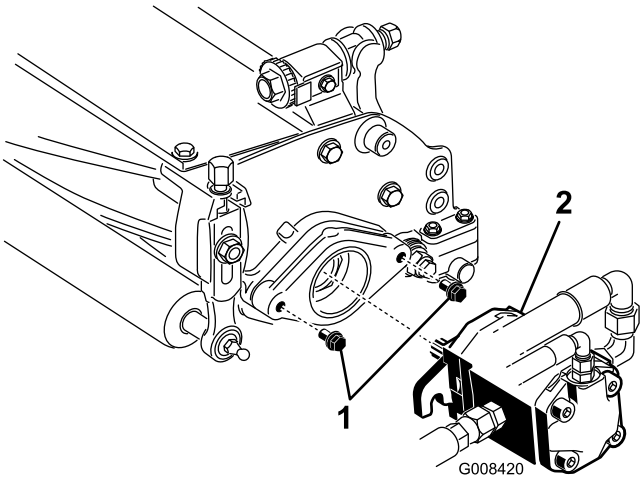

**Figur 11**
7. Kontroller, at ca. 13 mm af gevindet er blotlagt på hver monteringsbolt på knivcylinderens drivmotor (Figur 11).
mod uret, indtil flangerne indeslutter tapskruerne (Figur 11).
9. Tilspænd monteringsboltene (Figur 11).